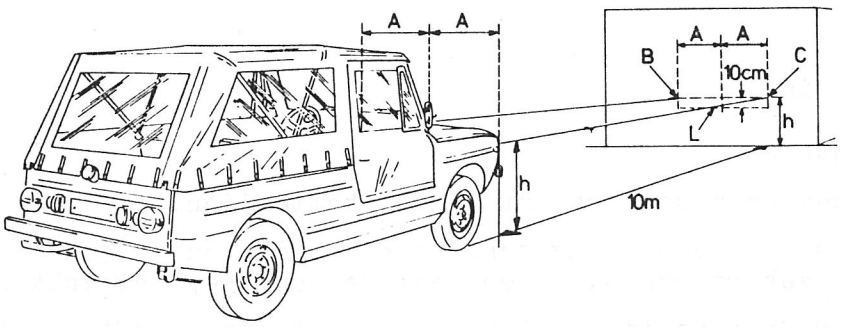
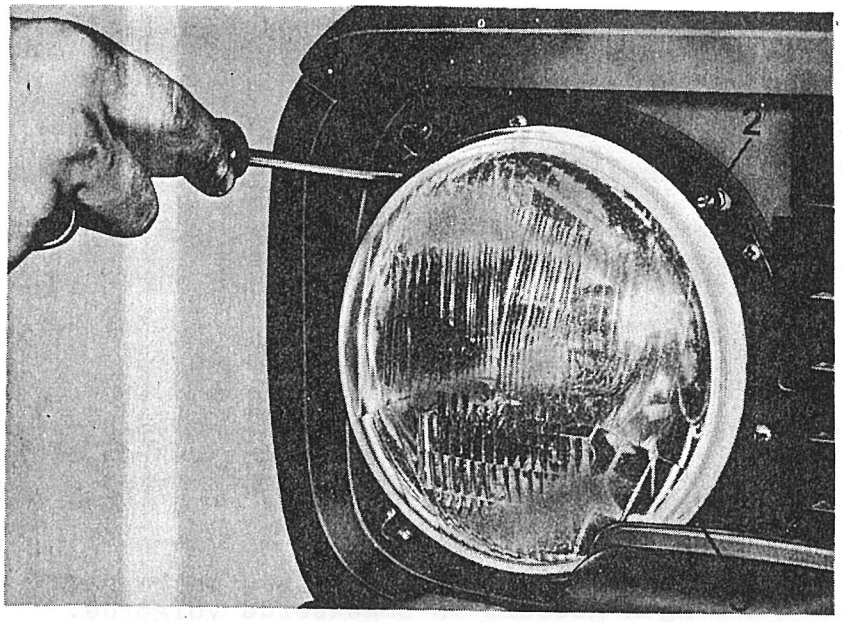

Afb. 2.9.10. Afstellen van de koplampen
Afb. 2.9.11. Stelschroeven op de koplamp
(1) Plaats het voertuig op een afstand van 10 meter van een scherm (afb. 2.9.10).
(2) Breng een lijn B-C aan volgens afb. 2.9.10.
(3) Breng 10 cm onder de lijn B-C een evenwijdig lopende lijn aan.
(4) Verwijder de sierrand rond de koplamp.
(5) Schakel het dimlicht in.
(6) Stel de koplampen één voor één af. Door het indraaien van de stelschroeven (1 en 2, afb. 2.9.11.), gaat de lichtbundel omlaag, door het uitdraaien omhoog; door het indraaien van de stelschroeven (2 en 3, afb. 2.9.11.) gaat de lichtbundel naar rechts, door het uitdraaien naar links.